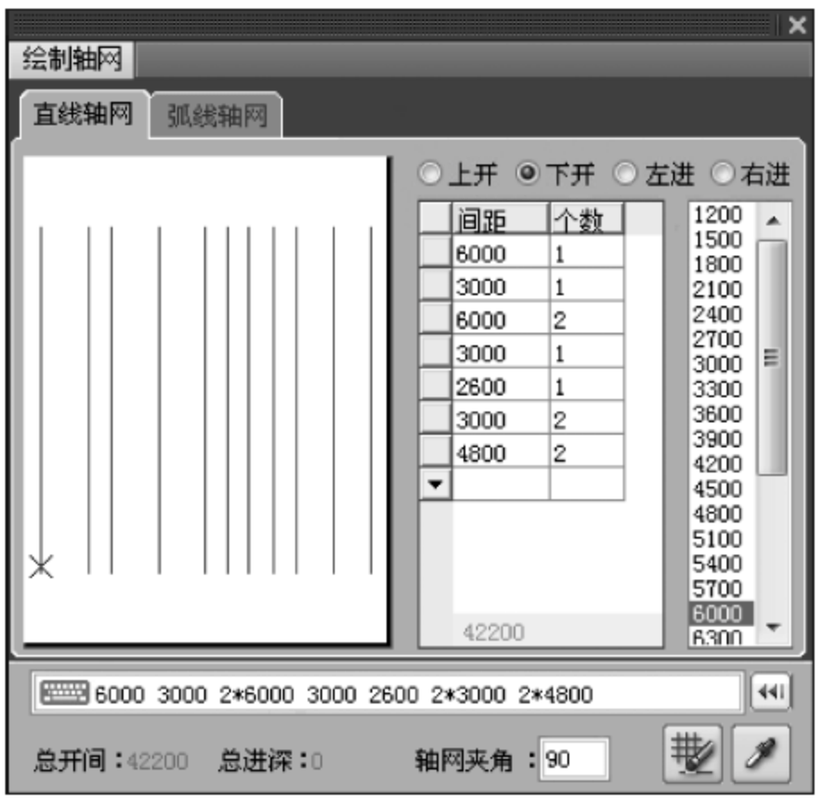

图 17-3　“下开”轴网
(1) 单击菜单中的“轴网柱子”→“绘制轴网”命令，打开“绘制轴网”对话框，选择其中的“直线轴网”，选择默认的“下开”，在“轴间距”内输入“6000、3000、6000、6000、3000、2600、3000、3000、4800、4800”，打开的对话框如图 17-3 所示。